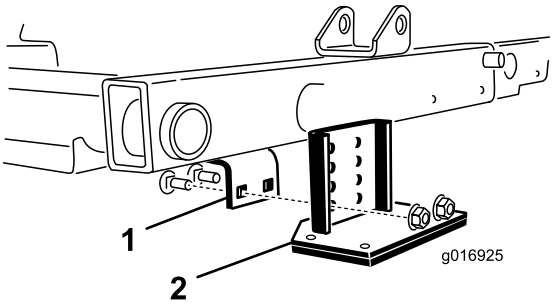

Figur 30
2. Lokalisera ramfästet ovanför mittklippenheten (Figur 30).
3. Medan den främre rullen på mittklippenheten trycks ner, fastställ vilka hål på tippfästet som är i linje med hålen på ramfästet för att uppnå samma kontakt med rullen när tippfästet har monterats (Figur 30).
4. Sänk ner klippenheterna och montera tippfästet på ramen med de (2) vagnskruvar och muttrar som levererats tillsammans med satsen (Figur 30).